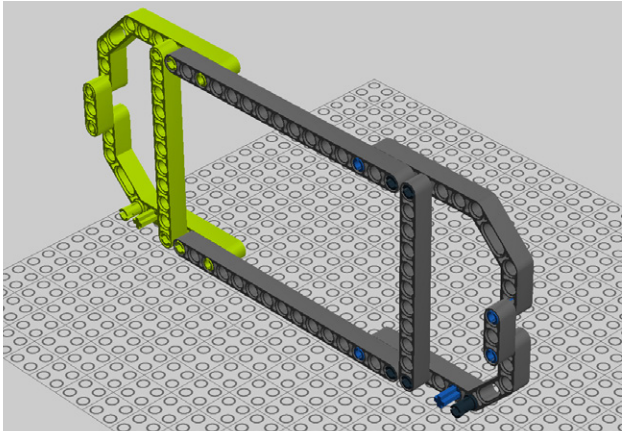

Figure 4-10. *Step 5: Combining the two assemblies*
5. Combine the two assemblies (Figure 4-10) and set them aside for now.